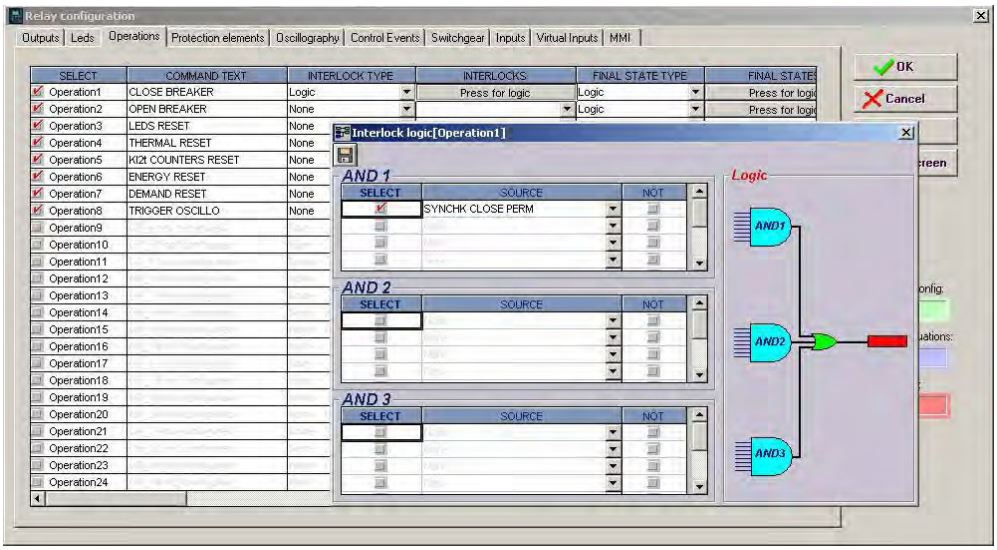

Figure 5-48: Operations and interlocks
- ***Interlocks*** setting define the desired interlocks. This setting is enabled selecting the "***logic***" option in "***Interlock type***". In the "***Interlock logic***" screen we can set the interlock logic, as shown on Figure 5-48: Operations and interlocks